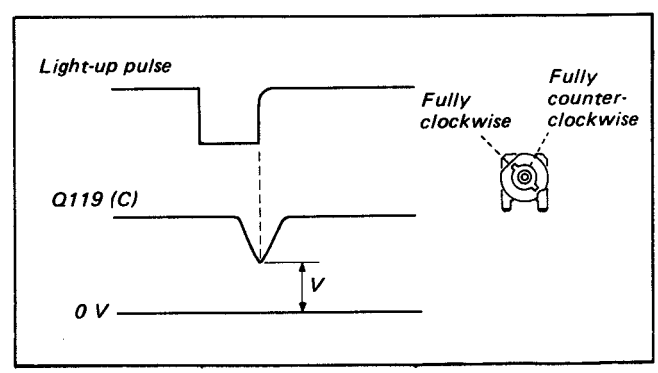

Fig. 3-4 Tape end detection adjustment
6) Adjust RV001 by turning counterclockwise so that Q119 collector voltage (DC level) is more than 2 V and less than 3 V at the rising point of the light-up pulse. (See Fig. 3-4)